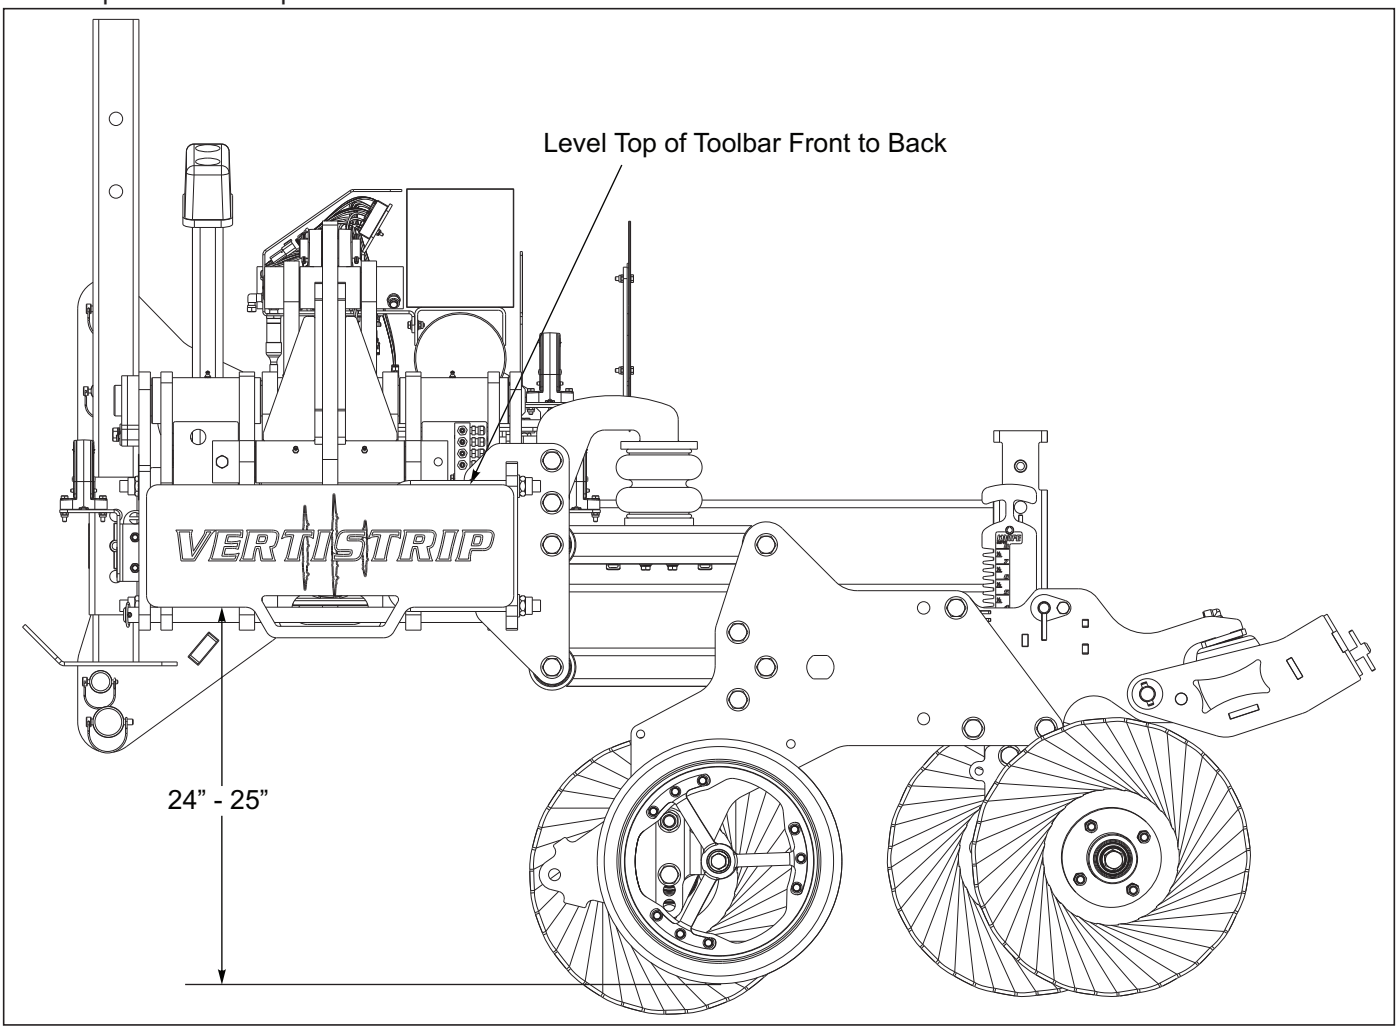

Figure 4-8: Leveling Front to Rear
2. Lower implement to ground, go a short distance while leaving machine in the ground ***See Figure 4-8***. Stop and put tractor into park.